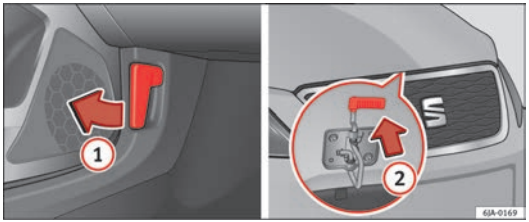

Fig. 123 Releasing bonnet
– Pull the lever (1) ⇒ Fig. 123 under the dash panel in the direction indicated by the arrow. ▶
– Pull the release catch in the direction of the arrow (2) ⇒ Fig. 123 and the bonnet will be released.